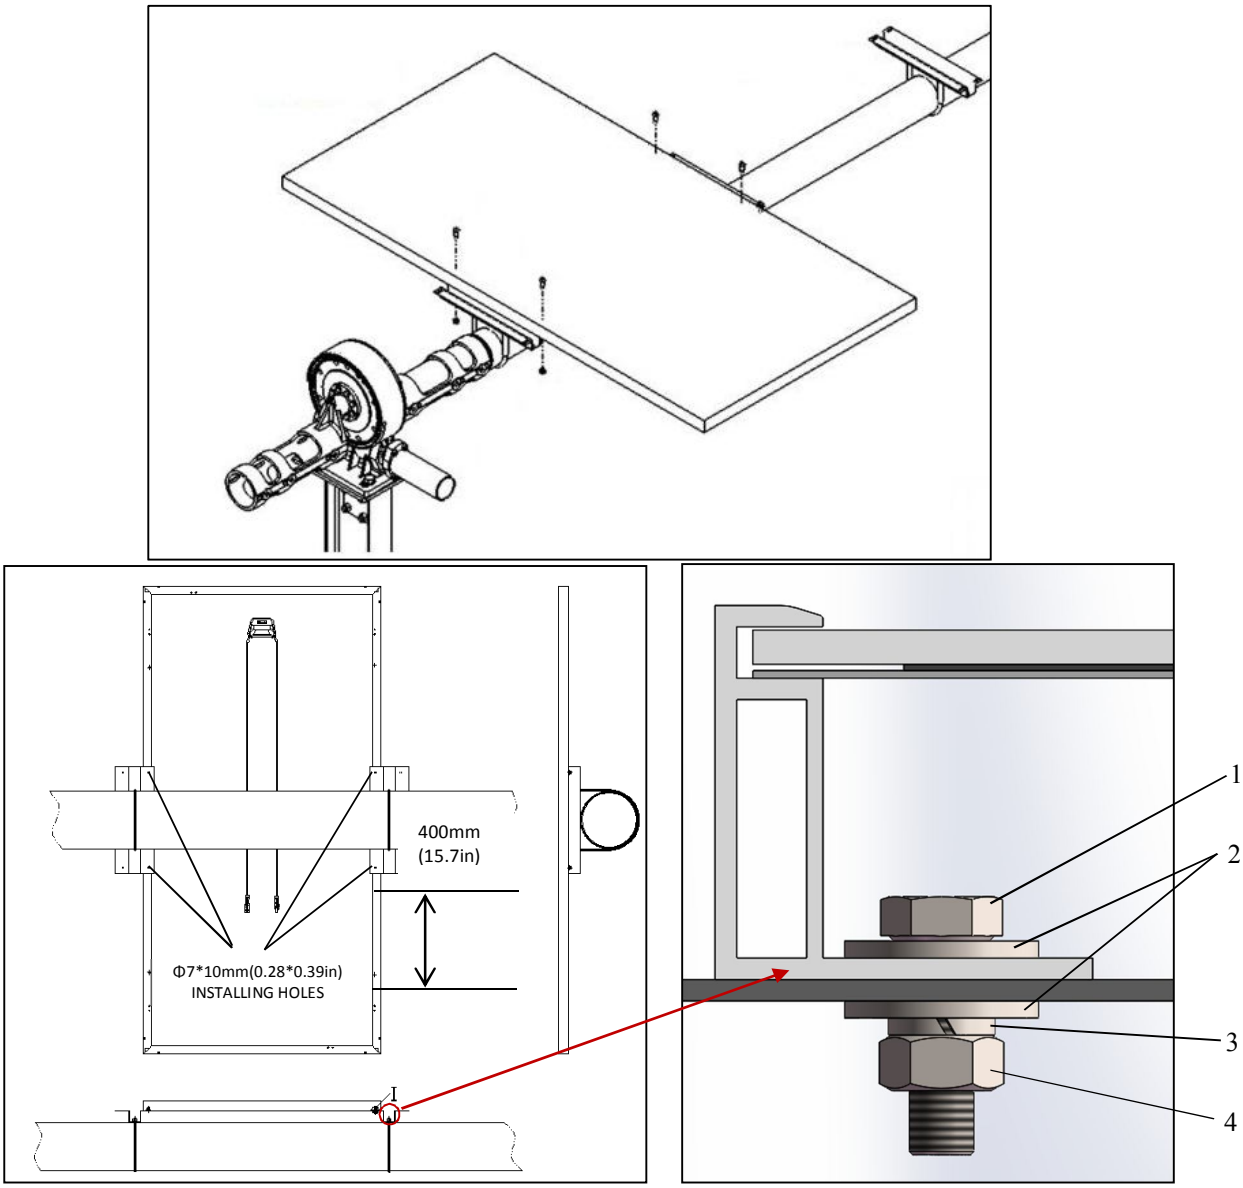

Figure 3. PV module installed with Single-axis Tracing System
- ***The frame of each module has 4-φ7*10mm(0.28*0.39in) mounting holes with specific location shown in Figure 3.***
- ***Secure the module in each fixing location with an M6 bolt, two flat washers, a spring washer and nut as shown in Figure 3.***